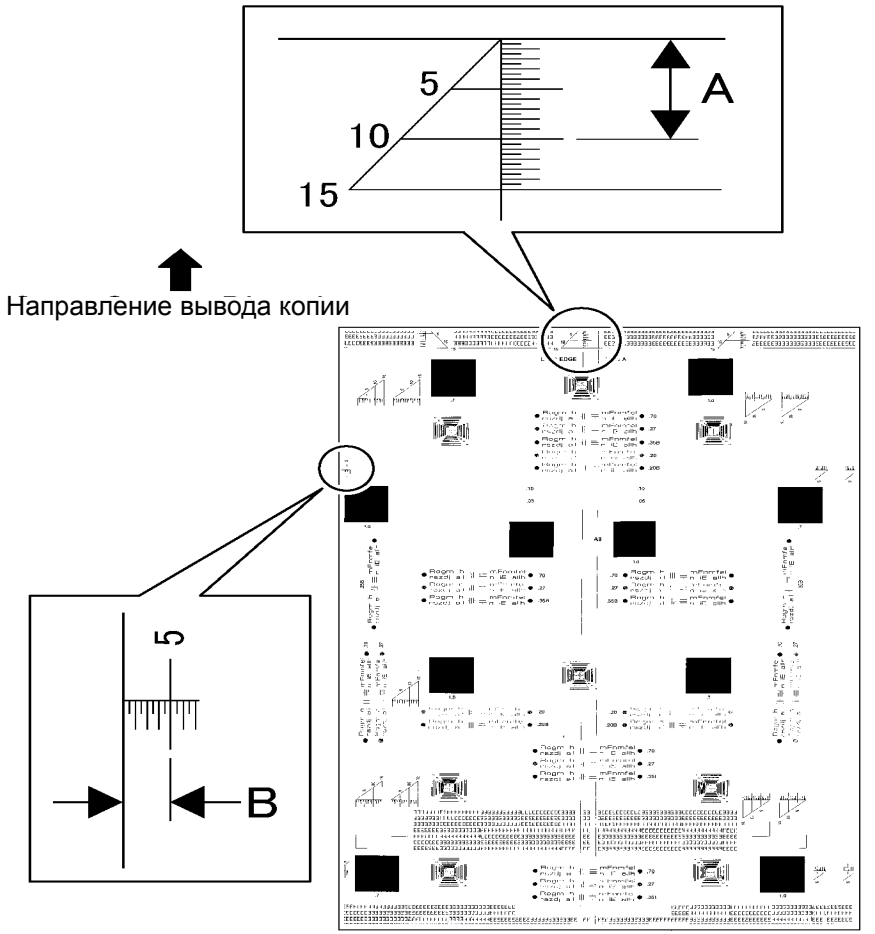

Рисунок 1 Регистрация передней/боковой кромки в IIT (j0ch41180)
a. Зарегистрируйте геометрический тест-лист на стекле экспонирования (рисунок 1).